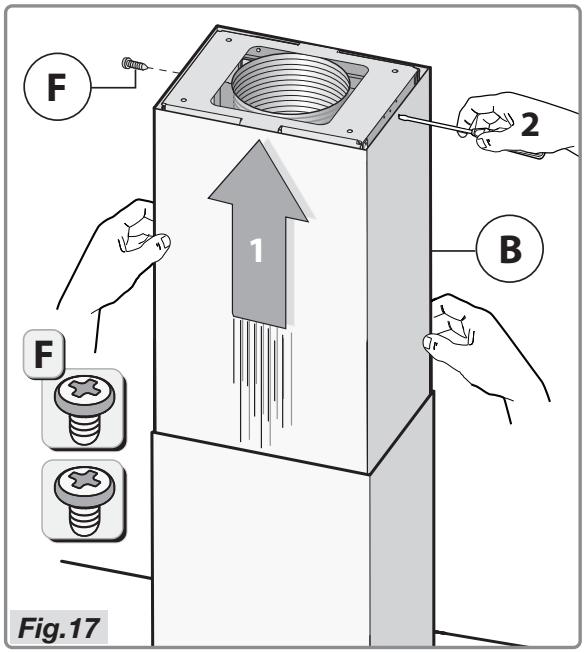

Fig.17
- Connecter la cheminée supérieure **B** à la structure à l'aide des deux vis **F** (Fig.17).